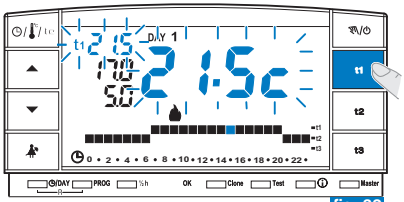

fig. 32
*Si se selecciona una tecla (**t1** o **t2**) correspondiente a un set de temperatura bloqueado, la sigla (**t1** o **t2**), el correspondiente valor de al lado y los dígitos centrales parpadean (ejemplo en fig. 32). En este caso no se puede superar el valor de temperatura máxima o mínima más allá del límite de bloqueo configurado.*
- Pulsar la tecla del set de temperatura que se desea desbloquear (**t1** o **t2**); la sigla seleccionada (**t1** o **t2**) el correspondiente valor de al lado y los dígitos centrales parpadean (ejemplo en fig. 32).